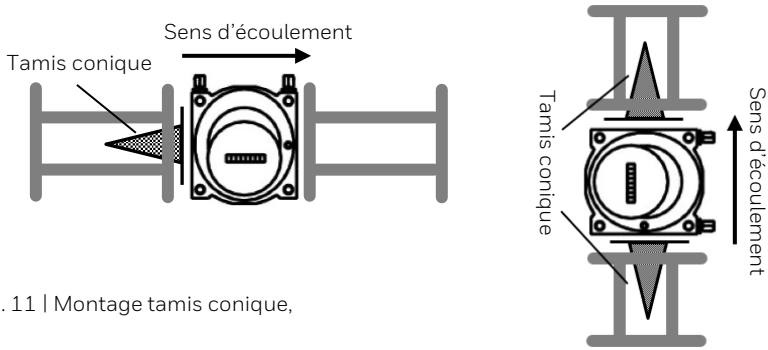

Fig. 11 | Montage tamis conique,
- Dévisser la tubulure de remplissage d'huile (fig. 11 | n° 1) conformément à la position de montage.
- Si un bouchon de contrôle du niveau d'huile (fig. 11 | n° 2) est installé, le retirer.
- La quantité d'huile est correcte lorsque le niveau d'huile se trouve dans le taraudage de l'alésage de contrôle du niveau d'huile (fig. 11 | n° 2) ou au milieu du verre-regard.
- Éliminer l'huile du compteur (voir fig. 11 | n° 3 orifice de vidange d'huile).